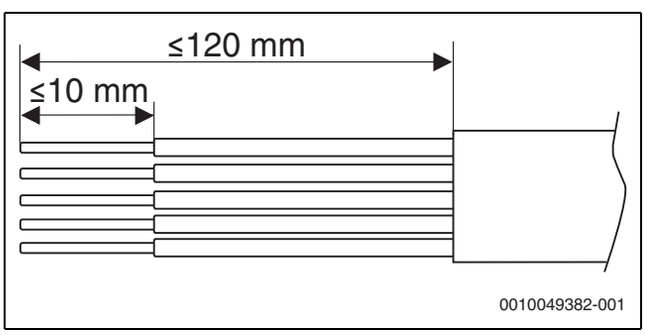

Bild 33 Abisolierung der Adern für den Netzanschluss
- ▶ Anschlusskabel für CAN-BUS durch die linke Kabelverschraubungen (1) führen.
- ▶ Anschlusskabel für den Netzanschluss durch die rechte Kabelverschraubungen (2) führen.
- ▶ Kabel entsprechend →Abbildung 33 abisolieren.